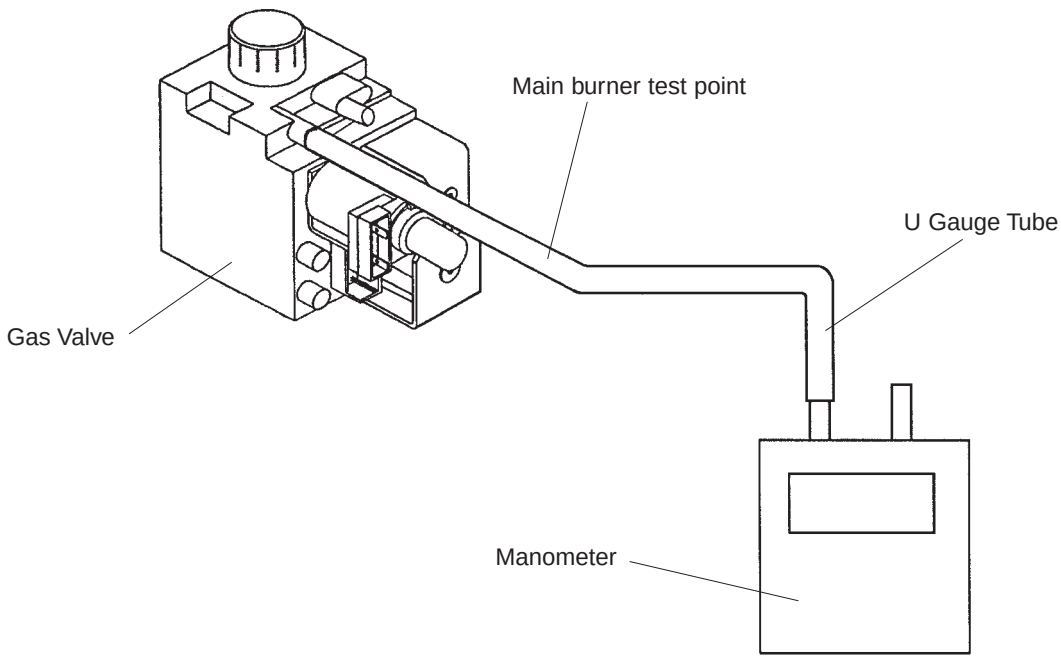

Fig. 23
6.7.3 Locate the main burner pressure test point (see fig. 23) and slacken the screw half a turn in an anti clockwise direction. Attach a suitable U gauge tube between the test nipple and manometer (see fig. 23).